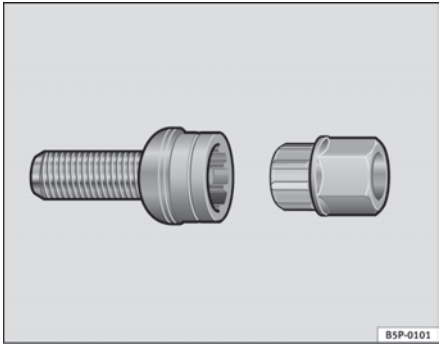

Fig. 159 Anti-theft wheel bolt ▶
– Insert the adapter onto the wheel bolt and push it on as far as it will go ⇒ page 236, fig. 159.